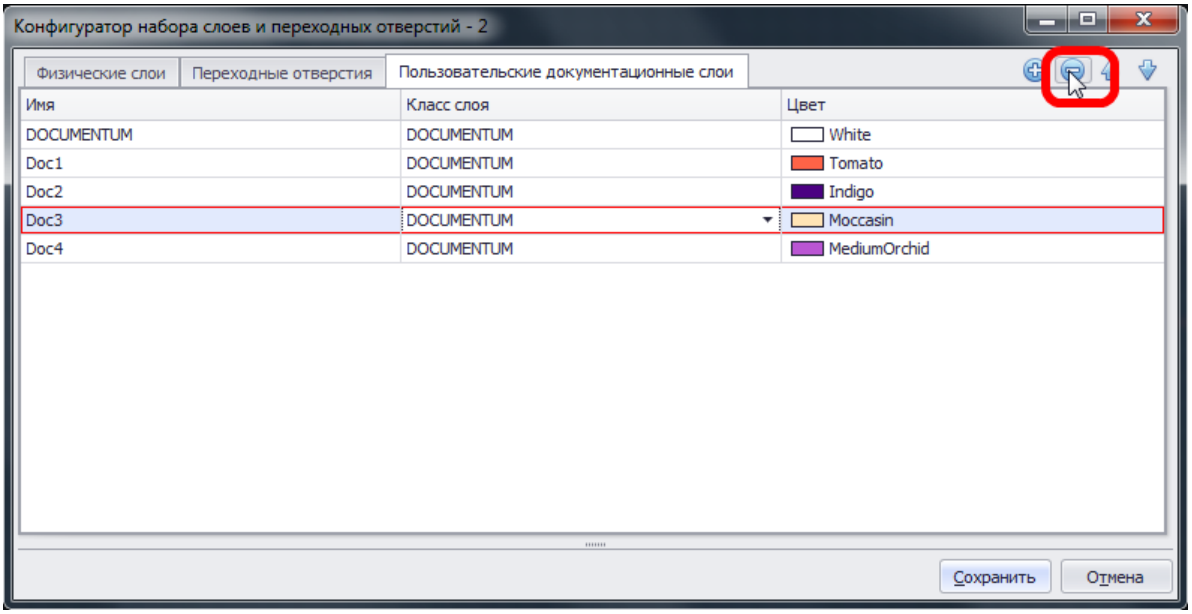

Рис. 681. Удаление пользовательского документационного слоя
3. Нажать на кнопку удаления документационного слоя , которая расположена в верхней правой части окна редактора, см. Рис. 681.